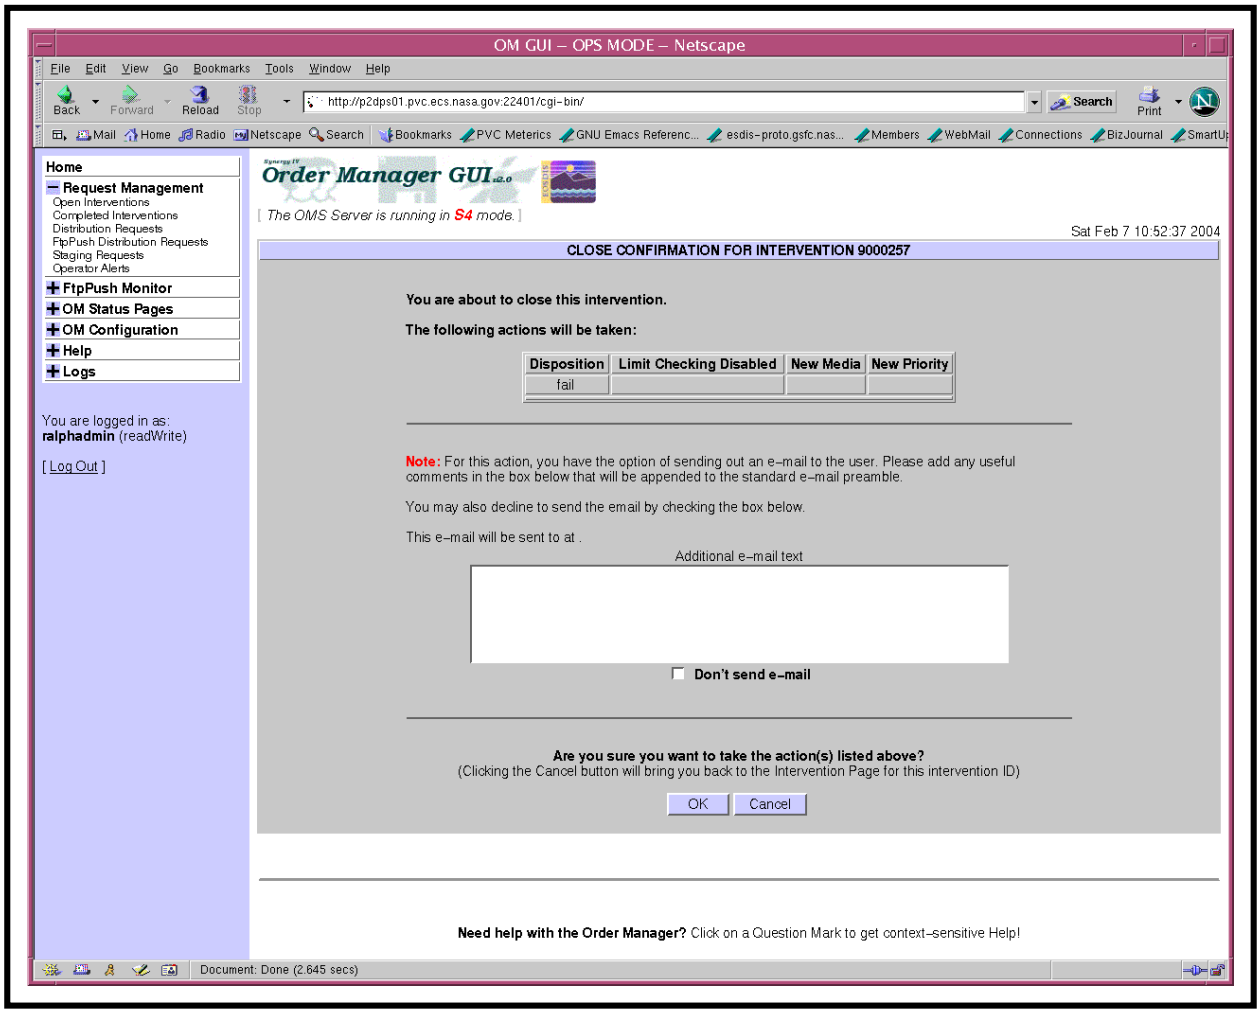

Figure 28. Close Confirmation Page Showing Additional E-Mail Text Box
- An **Additional e-mail text** text box for appending text (if desired) to the standard e-mail text is displayed on the **Close Confirmation** page (as shown in Figure 28).